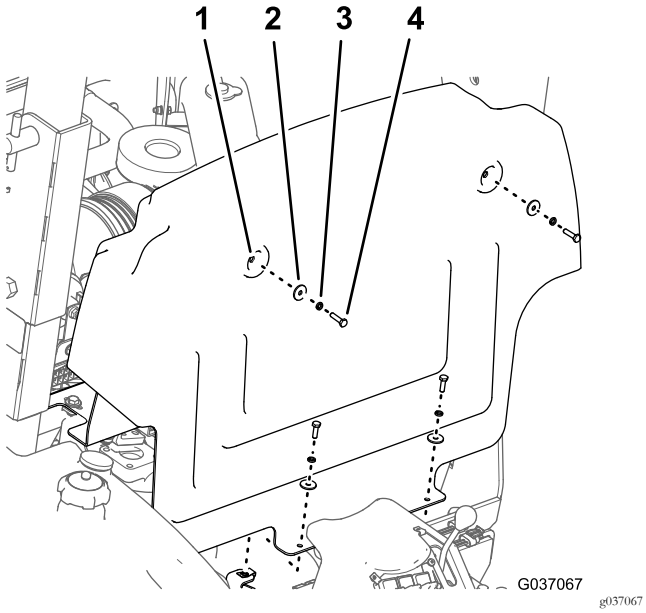

図 28
1. バルクヘッドパネルを車体のシャーシに固定しているボルト6 x 25mm 4本、ロックワッシャ6mm4枚、平ワッシャ6mm4枚を取り外す図 28。
2. パネルを前方に跳ね上げて機体から外す図 28。
1. バルクヘッドパネルの 4 つの穴を、シャーシについている 4 つのクリップナットに合わせる 図 28を参照。
2. バルクヘッドパネルをシャーシに固定するボルト 4 本、ロックワッシャ 4 枚、平ワッシャ 4 枚を使用する図 28を参照。